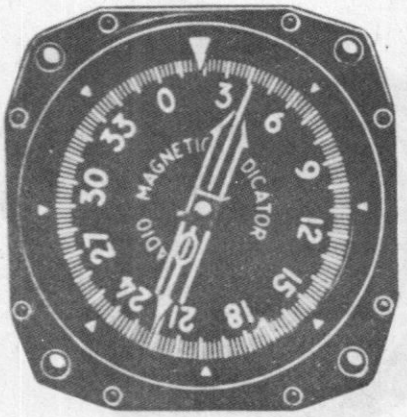

Figure 4–12. Radio-magnetic indicator
4. Radio-magnetic type (Fig. 4–12). This is the latest indicator, the RMI or ID–250, which has resulted from the need to reduce the number of dials on the panel. In this instrument, the needles are not for indicating magnetic heading but for direction finding or magnetic bearing indicating systems. (See Chapter 7.) The magnetic heading is shown under the top index pip, and smaller pips mark the 90° and 180° points. In other words, so far as the compass heading indicator is concerned, this type is used in the same way as the moving dial type (Fig. 4–10). The big difference is the addition of radio bearing data. In this connection, it is important for you to know that the RMI needles may be connected to different equipment in different aircraft, and there is no real uniformity as to whether the